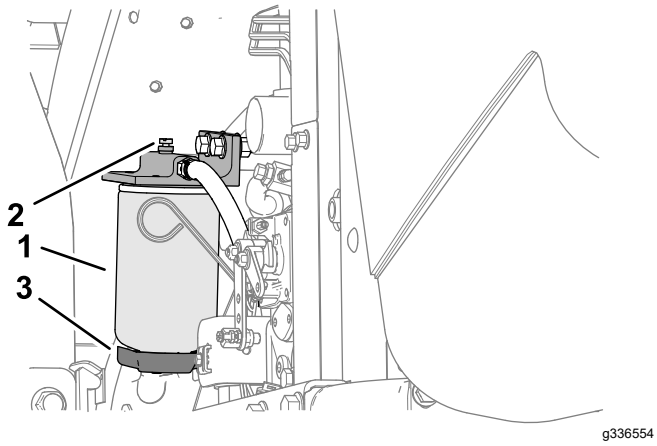

Figur 77
4. Løsn aftapningsventilen i bunden af filterskålen (Figur 77).
3. Rengør området, hvor filterskålen monteres (Figur 77).